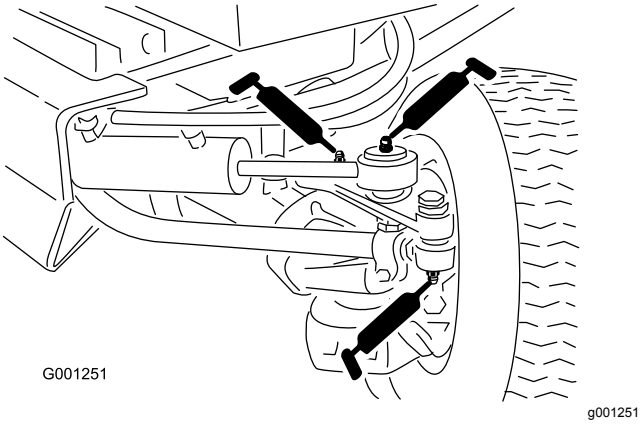

Figur 43
- Forbindelsesstangens ender (2) (Figur 43)
- Cylinderstangens ender (2) (Figur 43)
- Styretapper (2) (Figur 43)
- Akseldrejetap (Figur 43)